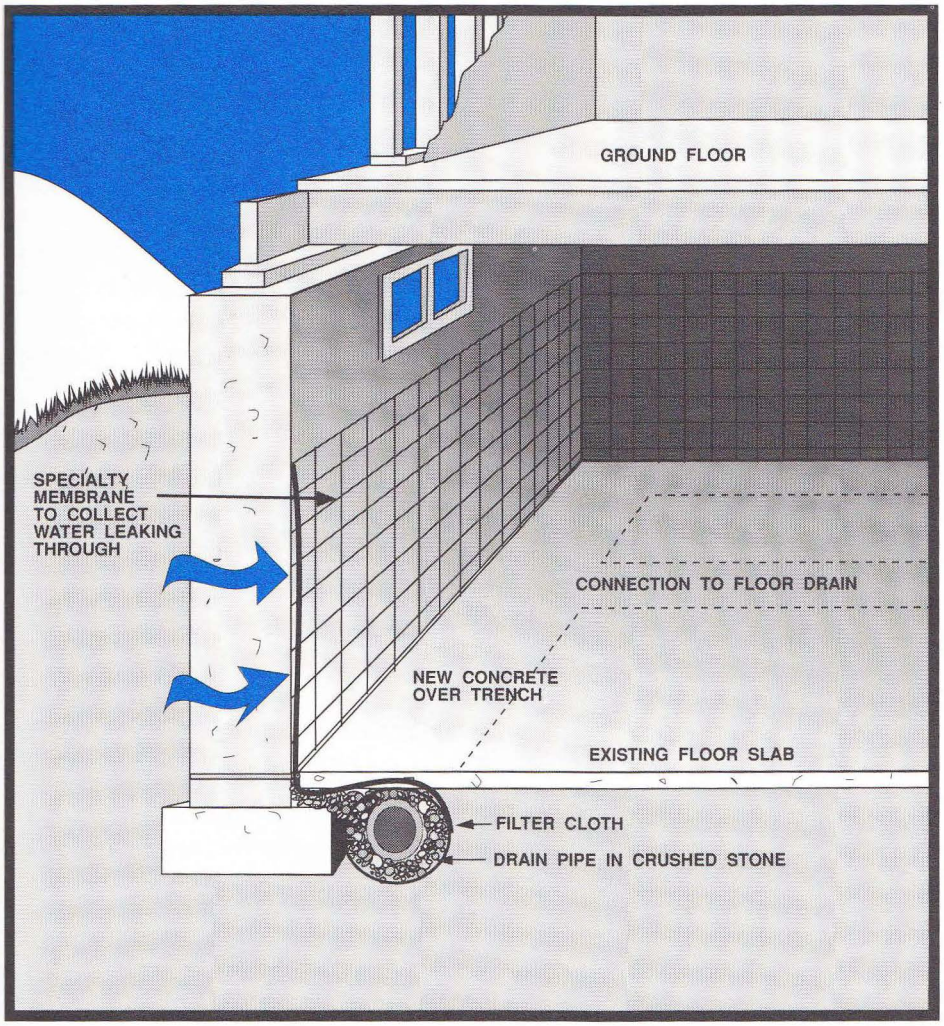

**FIGURE 43**
- A specialty membrane, along the interior of *foundation walls* and connected to the new interior *footing drain*, can also be installed, eliminating the need to drill holes through the *foundation wall*. (See Figure 43.)